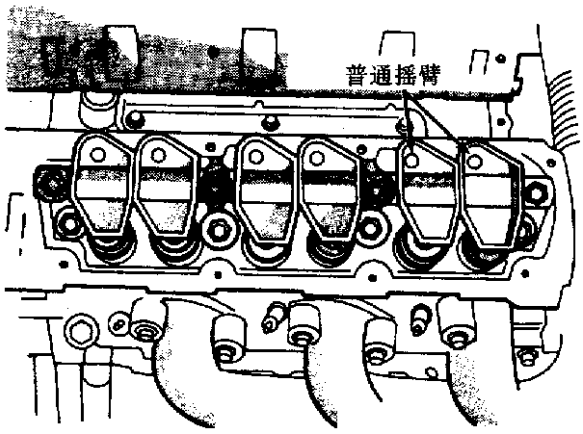

图 3－105　摇臂
①拆去上进气歧管总成。
②直接拔护套，将火花塞电线连同火花塞一起拔出。
③拆下封闭的通风系统。
④拆下气缸盖罩和垫圈。
⑤拆下四个摇杆螺栓。
⑥拆下摇臂和轴总成。
⑦如果摇臂总成拆下清洗或更换，将摇臂装回原位置(图 3－105)。